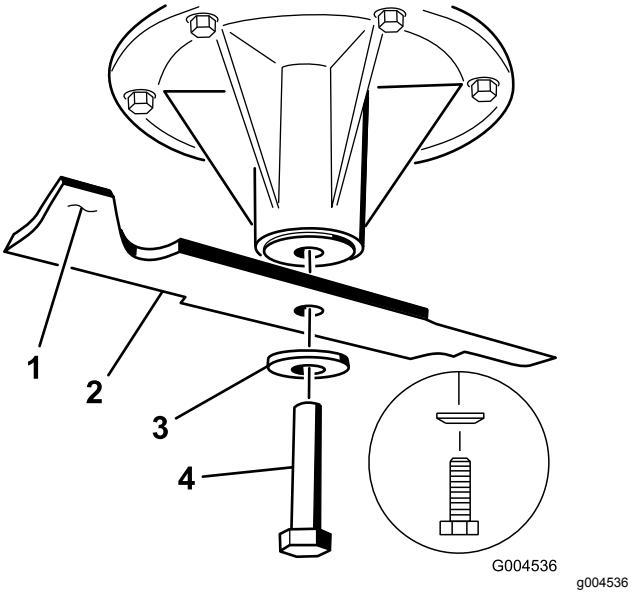
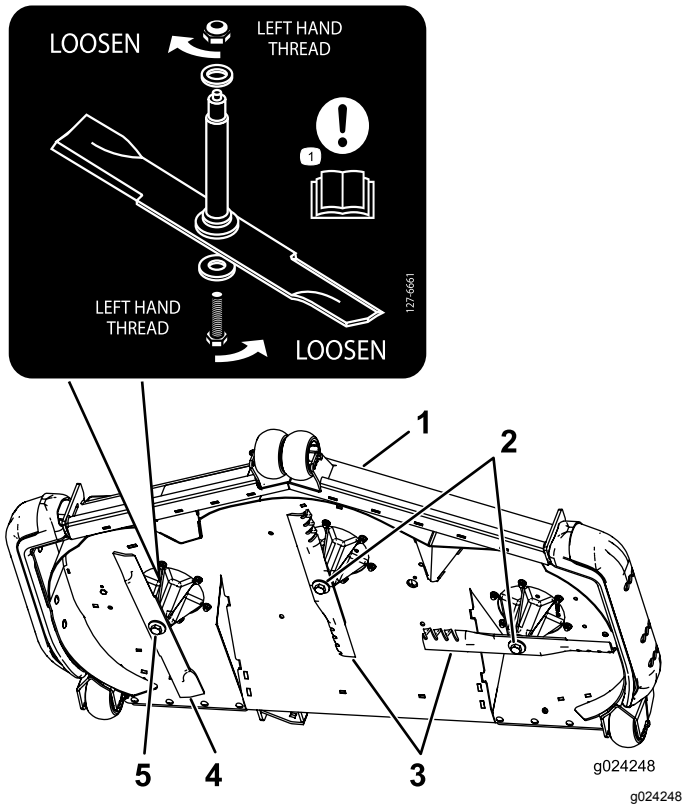

Figur 115
Figur 116
2. Fjern den venstre og midtre knivbolten, bueskiven og kniven fra spindelakselen (Figur 115).
3. Fjern den høyre knivbolten (venstregjenget bolt), bueskiven og kniven fra spindelakselen (Figur 115).
Merk: Merk deg knivtypen og hvor hver kniv monteres. Se Figur 116 for riktig plassering.
Viktig: **Den høyre kniven på denne klippeenheten roterer i motsatt retning, og bruker en venstregjenget knivbolt. Bruk Figur 116 for riktig plassering av knivene til klippeenheten.**
1. Monter de venstre og midtre knivene, bueskivene og knivboltene på spindelakslene (Figur 115 og Figur 116).
Merk: Monter den buede skiven med konusen mot bolthodet (Figur 115).
2. Monter den høyre kniven, bueskiven og knivbolten (venstregjenget bolt) på spindelakselen (Figur 115 og Figur 116).